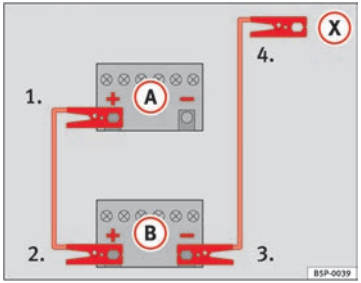
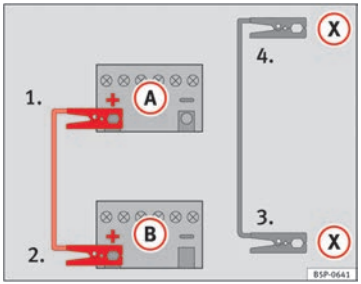

Fig. 196 Diagram of connections for vehicles without Start-Stop system
Fig. 197 Diagram of connections for vehicles with Start-Stop system
- Connect one end of the *red* jump lead to the positive (+) terminal of the vehicle with the flat battery (A) ⇒ Fig. 196.
- Connect the other end of the *red* jump lead to the positive terminal (+) in the vehicle providing assistance (B).
- Connect one end of the *black* jump lead to the negative terminal (–) of the vehicle providing assistance (B) ⇒ Fig. 196.
- Connect the other end of the *black* jump lead (X) to a solid metal component bolted to the engine block or to the engine block itself of the vehicle with the flat battery. However, connect it to a point as far as possible from the battery (A).
- Connect one end of the *red* jump lead to the positive (+) terminal of the vehicle with the flat battery (A) ⇒ Fig. 197.
- Connect one end of the *black* jump lead (X) to a suitable ground terminal, a solid piece of metal in the engine block, or to the engine block ⇒ Fig. 197.